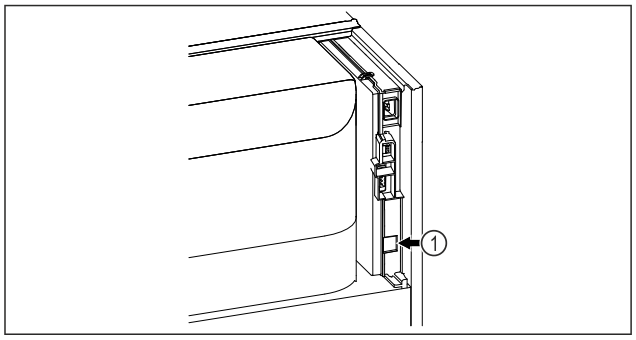

Fig. 74
- ❑ SmartModule *Fig. 74 (1)* is geplaatst.